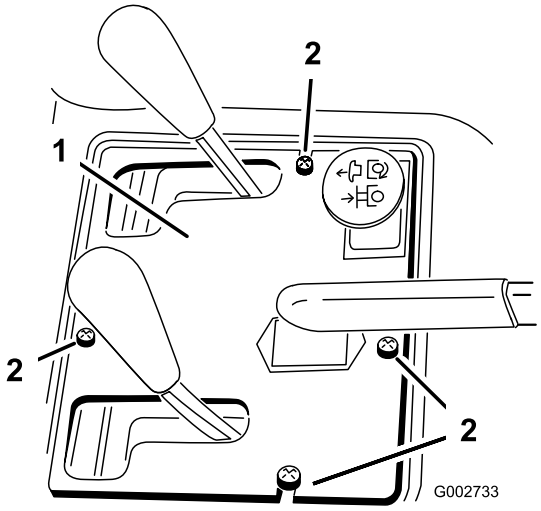

Figur 35
2. Ta bort de (4) skruvarna som fäster kontrollpanelen vid ramen (Figur 35).